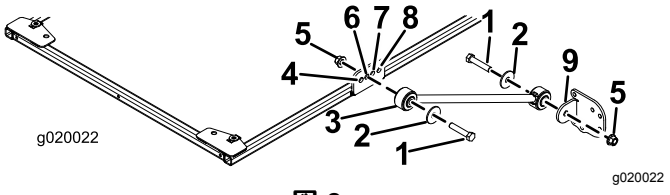

図 2
2. サンシェードのフレームの左右それぞれの側で、ブレースブラケットの2番目の穴にブレースを仮止めするボルト½ x 2½"、ワッシャ1/2"、フランジナット1/2"を使用して図 2のように取り付ける。
3. 各ブレースに、ブレースブラケットを仮止めするボルト1/2 x 2-1/2"、ワッシャ1/2"、フランジナット½"を使用し、図 2のように取り付ける。